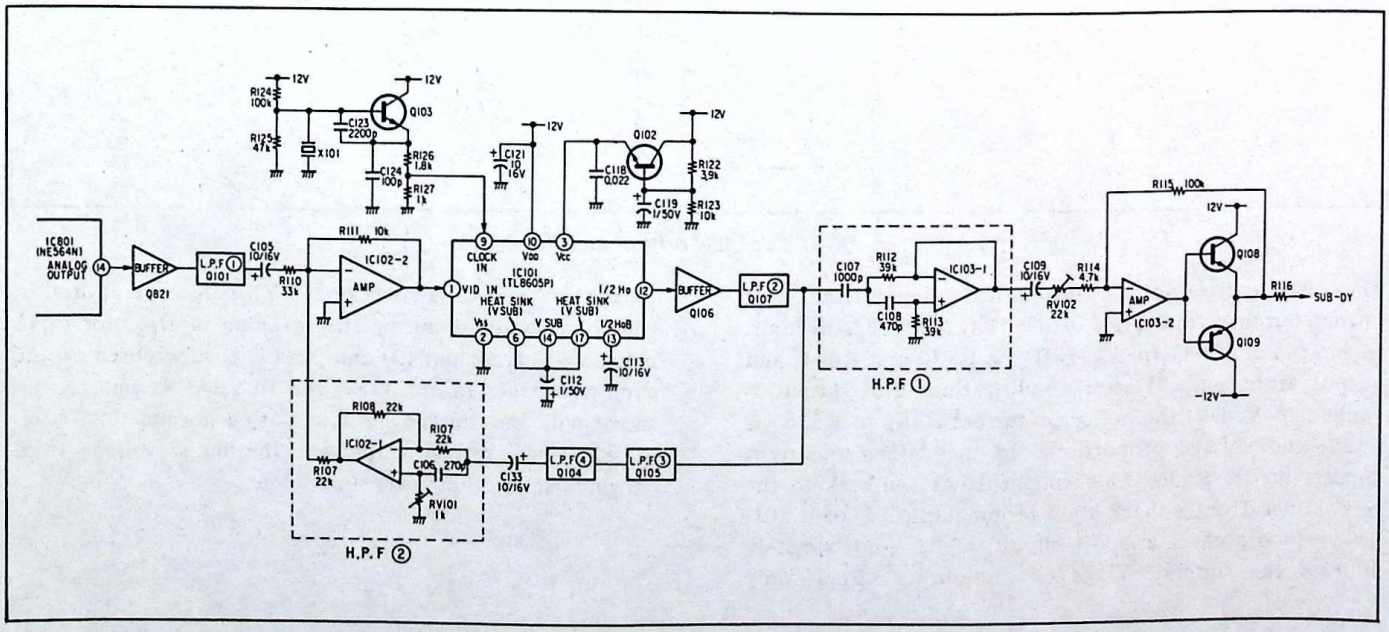

Fig. X-1 Block Diagram of a Linearity Correction Circuit
Fig. X-1 shows a block diagram of a linearity correction circuit. The linearity correction circuit delays the error voltage which appeared from the pin (14) of the PLL (IC801) for 1H at the CCD of the IC101, and corrects the linearity by sending the corrected signal to the SUB-DY during the next 1H. The function of each block is described below.